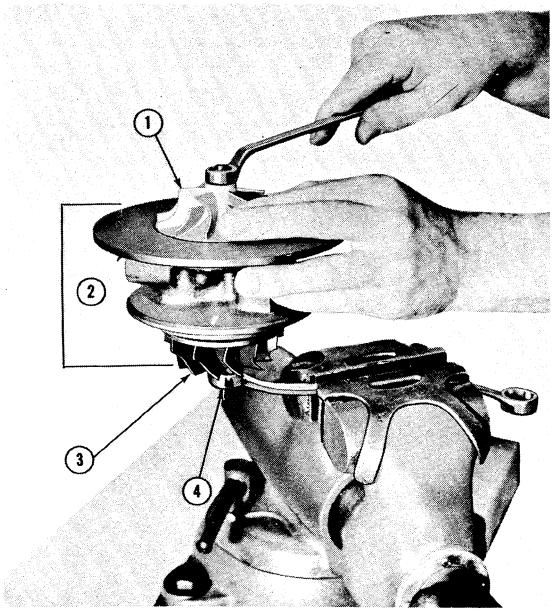

Figure 72
2. Remove the clamp band and the core assembly, Figure 72.
3. Clamp a 5/8 in. boxed wrench in a vise as shown in Figure 72. Place the hub nut of the turbine wheel in the box end wrench.